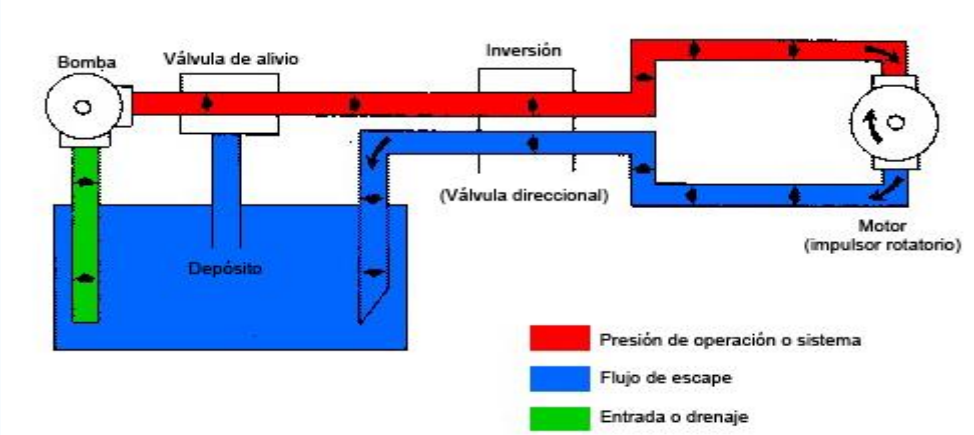

Figura 35
b. Motor - Sistema de Inversión. La Figura 35 muestra una bomba accionada por motor operando un motor rotativo reversible. Una válvula de inversión dirige el fluido a ambos lados del motor y de vuelta al reservorio. Una válvula de liberación protege el sistema en contra del exceso de presión y puede rodear la salida de la bomba hacia el reservorio, si la presión sube demasiado.